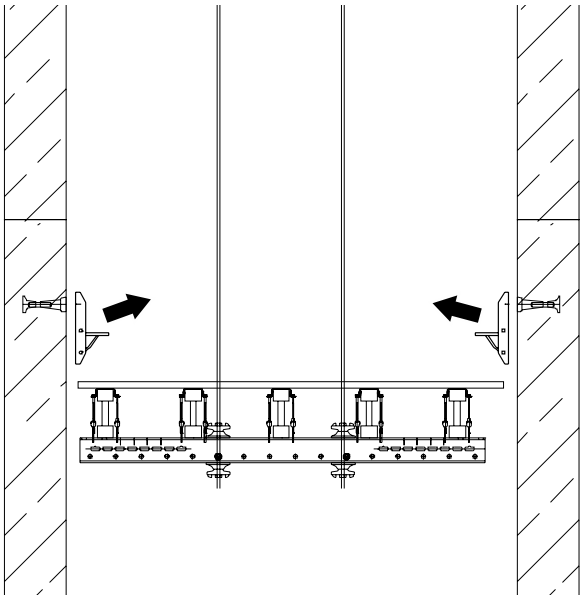

Abb. A4.07
9. Klappkonsolen im ersten Betonierabschnitt von der Nachlaufbühne aus demontieren (Abb. A4.07).